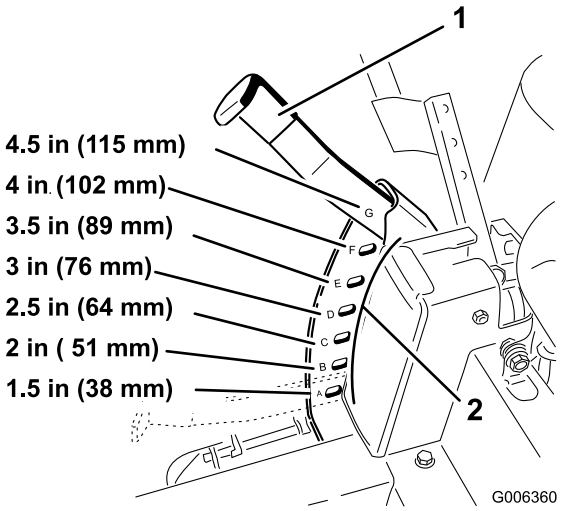

Figur 17
3. Höj upp klipphöjdsreglaget till transportläget, klipphöjdsläge **G** (läget för 115 mm) (Figur 17).